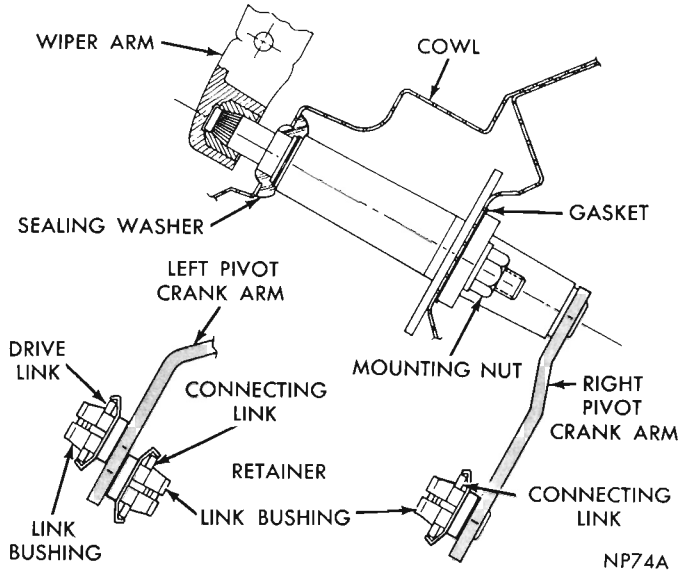

Fig. 6—Pivot Arm and Link Assemblies (Except Fury and V.I.P.)
(3) To remove connecting link from pivots, remove glove box. Reaching through glove box opening, gently pry the bushing and link from the right pivot pin. (See Fig. 6). Lift the link from the pivot crank arm pin and repeat operation at left pivot (Fig. 6). Withdraw from under left side of panel.
In Belvedere and Satellite models equipped with air conditioning, install drive link from under instrument panel. Install motor crank arm on motor shaft from engine compartment side of bulkhead. Position motor on studs and secure with three nuts. Place plastic bushing at end of drive link over proper pin on left pivot (See Fig. 6) and press into position. Be certain
pivot far enough to remove connecting link (and drive link on left pivot) from pivot crank arm pin (See Fig. 6). If air conditioning equipped, it is necessary to remove glove box for access to right connecting link and pivot retaining nuts. Remove pivot assemblies.